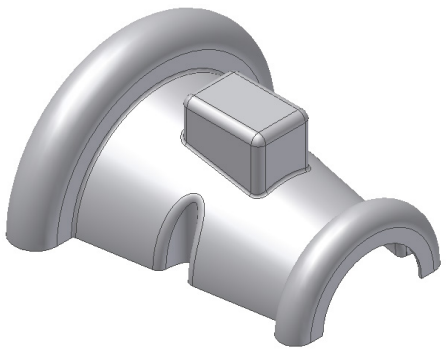
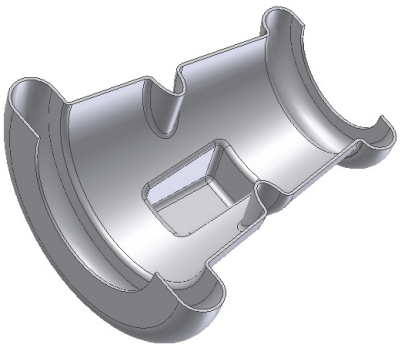

***Figure 18-67*** *Final hybrid model*
***Figure 18-68*** *Rotated view of the hybrid model*
3. Choose **OK** to exit the dialog box. Now, turn off the visibility of the stitched surface using the **Browser Bar**. The final model for Tutorial 5 is shown in Figure 18-67. Figure 18-68 shows the rotated view of the same model.